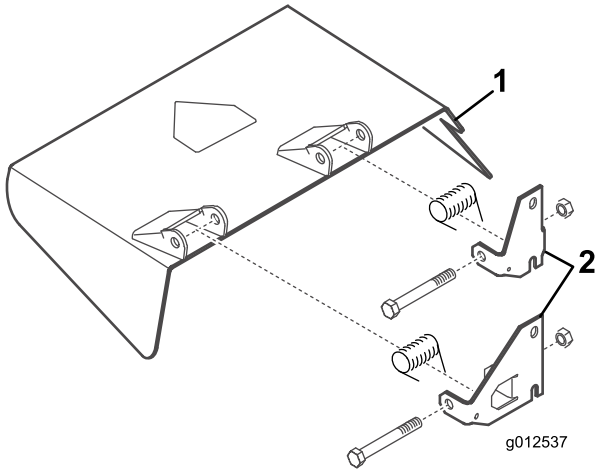

Figuur 8
4. Gebruik de bouten, borgmoeren en veren die u eerder verwijderd hebt om de nieuwe draaibeugels te monteren op de bevestigingen van de grasgeleider (Figuur 8). Draai de moeren niet te vast: de beugels moeten namelijk vrij kunnen draaien. Bewaar de eenheid voor als u gaat werken met zijdelingse uitworp.